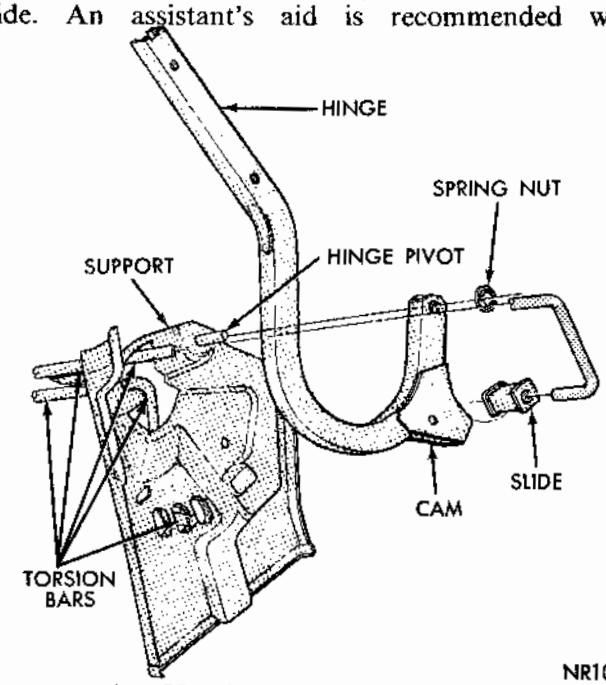

Fig. 32 - Deck Lid Hinge and Torsion Bar
The deck lid hinges (Fig. 32) permit only slight adjustment at the hinge attaching points. The hinge brackets are welded in place and are not adjustable.
(1) Remove the deck lid.
(3) Remove spring nut retaining hinge to hinge bracket (Fig. 32) and remove hinge.